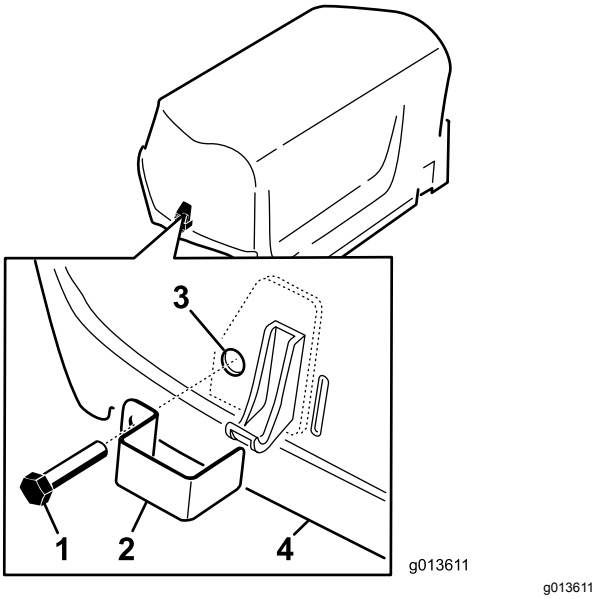

Figuur 7
1. Bevestig een sluitvergrendeling over de linker en rechter motorkapvergrendeling (Figuur 7); gebruik hiervoor een tapbout (2 in totaal).
2. Gebruik een tang of een verstelbare steeksleutel en draai een interne borgring op elke bout (1 tot 2 schroefdraden) om de bouten te bevestigen (Figuur 7).